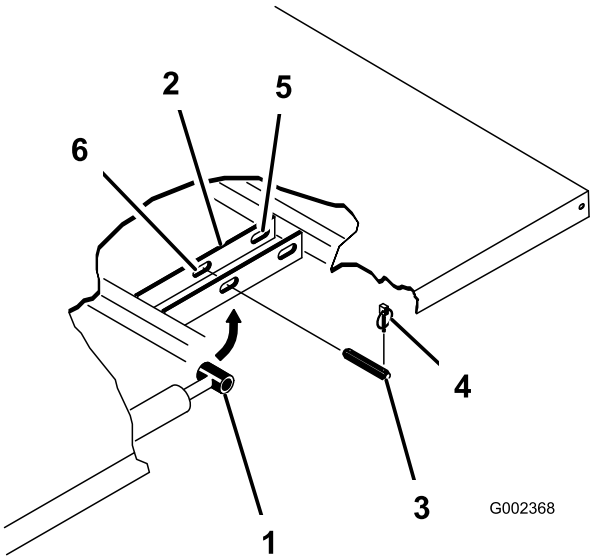

Figur 32
3. Tag ringstifterne af de yderste ender af cylinderstangens gaffelbolte (Figur 32).
4. Afmonter de gaffelbolte, der fastgør cylinderstangens ender til ladmonteringspladerne, ved at skubbe boltene indad (Figur 32).
5. Afmonter de ringstifter og gaffelbolte, der fastholder aksebeslagene på stelkanalerne (Figur 32).